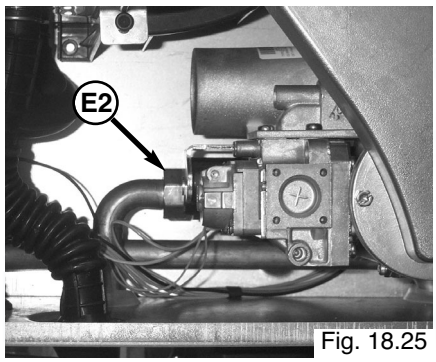

Fig. 18.25
8. Unscrew the gas valve nut "**E2**" (Fig. 18.25);